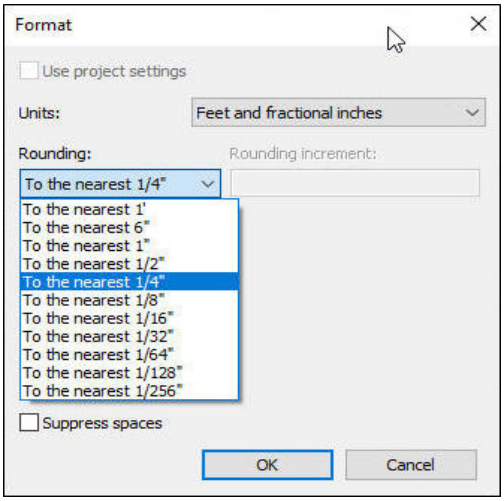

Figure 2-36 *The* ***Format*** *dialog box*
3. Click on the **Rounding** drop-down list and select the desired option, as shown in Figure 2-36.